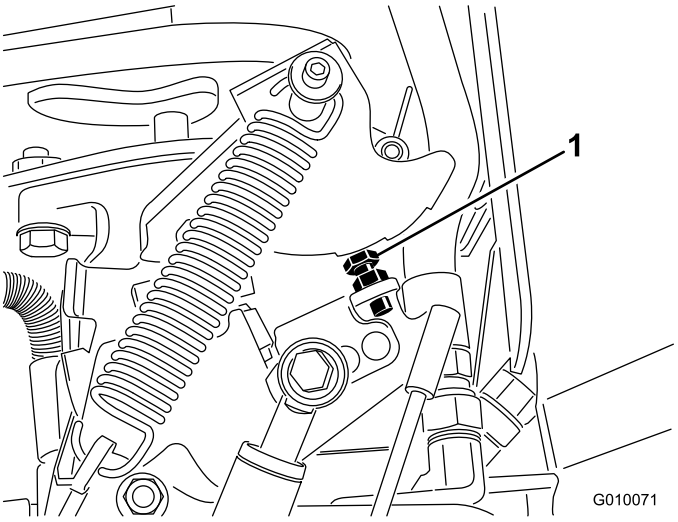

**Figuur 66**
5. Indien de insteekafstand moet worden ingesteld, moet u de aanslagbout van de pomp (Figuur 66) dichter naar de aanslagplaat draaien om de insteekafstand te verminderen of de aanslagbout van de aanslagplaat af draaien om de insteekafstand te vergroten.